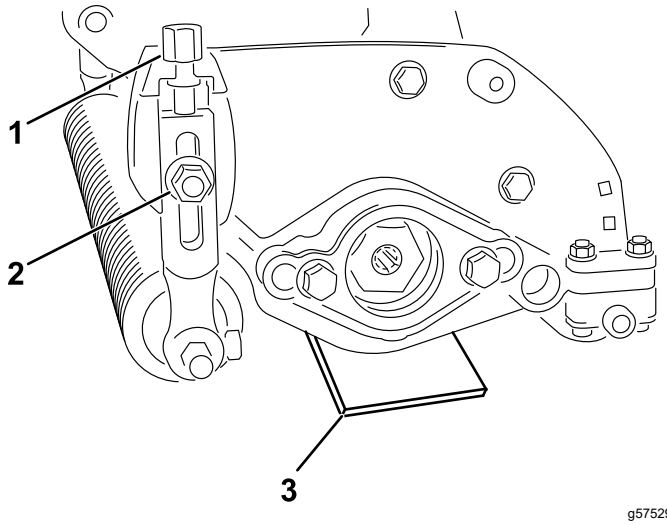

Figuur 8
2. Plaats een hoogtelat die de dikte heeft van de gewenste bovengrondse meshoogte onder beide uiteinden van de verticuteereenheid (Figuur 8).
3. Zorg ervoor dat de rollen contact maken met het horizontale oppervlak en draai de beide flensmoeren los (Figuur 8).
4. Draai de stelbouten voor de maaihoogte tot beide uiteinden van de verticuteerder zich vlak bij het horizontale oppervlak bevinden (Figuur 8).